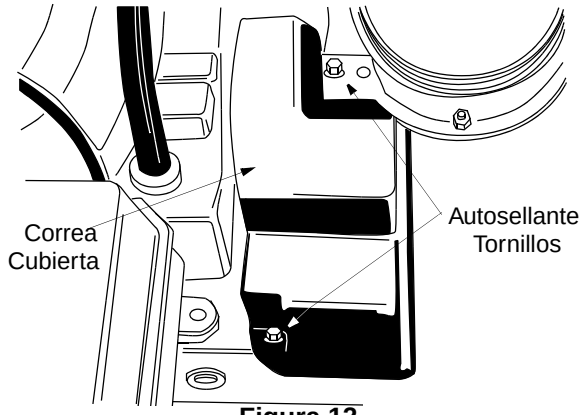

Figura 12
1. Saque la cubierta plástica de la correa ubicada en el frente del motor. Para ello saque los dos tornillos autoroscantes. Ver Figura 12.